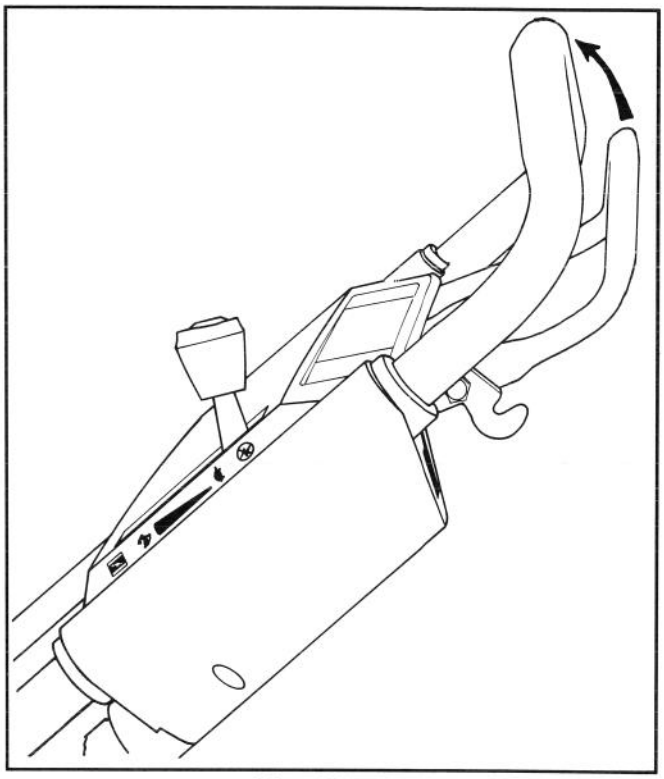

**Afbeelding 11**
**4.** AANDRIJVING (Zelfrijdend model) (Afb. 11)—Druk de bedieningsstang tegen de hendel voor de aandrijving. Laat de bedieningsstang los om de aandrijving te stoppen.